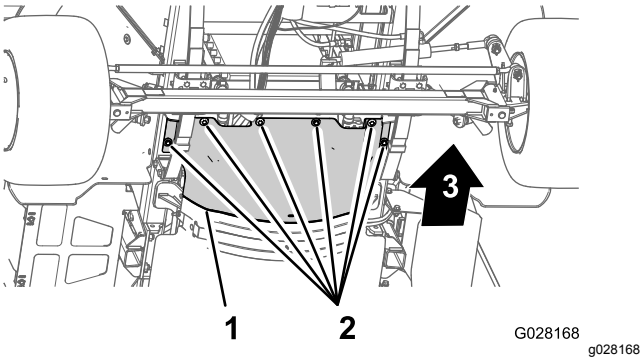

図 58
3. 前側防熱シールドをシャーシに固定しているソケットヘッドボルト6本とワッシャ6枚を外してシールドを取り外す図 58。